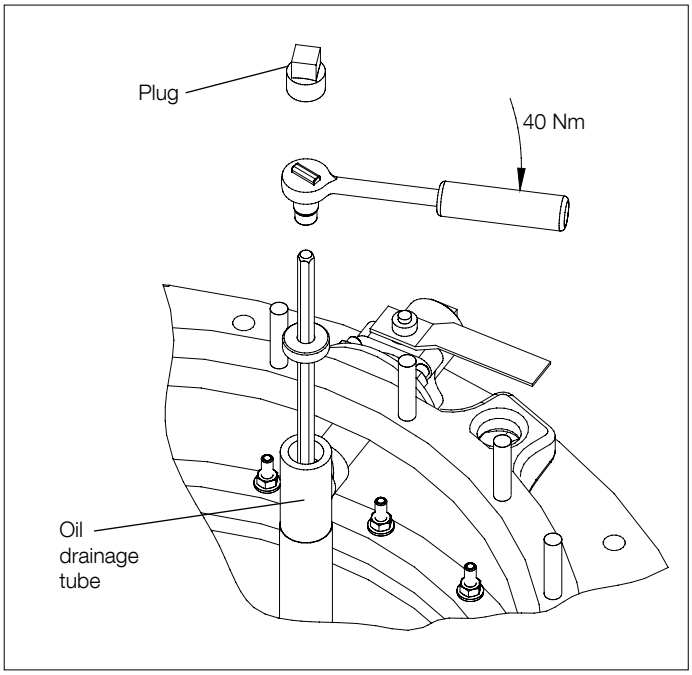

Fig. 23.
11. Remove the plug at the end of the T-coupling (see Fig. 23), slide down the bottom valve key and close the valve by turning the key clockwise approximately 6 turns. Tighten to 40 Nm. Refit the plug.